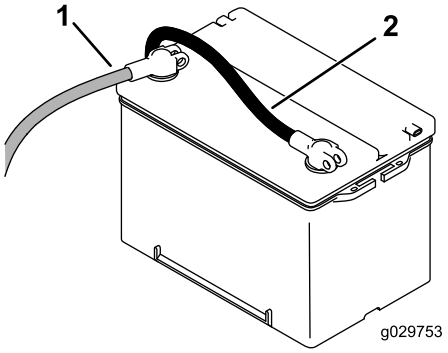

Rysunek 50
- Aby odłączyć zasilanie elektryczne maszyny, przekręć odłącznik akumulatora w lewo do pozycji OFF (Rysunek 50).
5. Podłącz przewód dodatni (czerwony) do bieguna dodatniego (+), a przewód ujemny (czarny) do bieguna ujemnego (-) akumulatora (Rysunek 50).